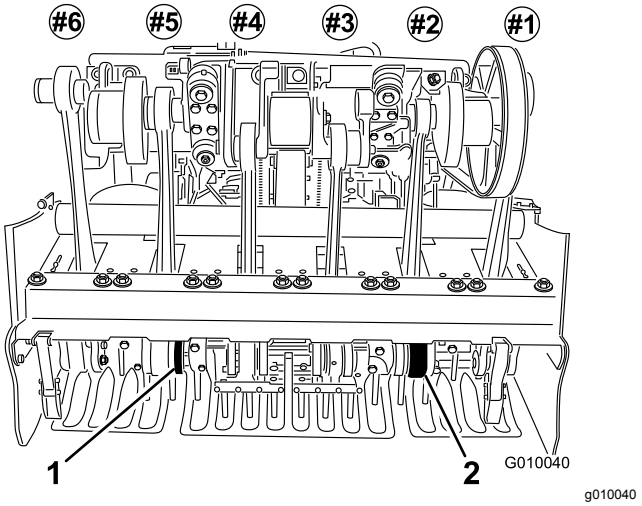

Figur 27
6. Installer pipene på pipeholderne nr. 2 og nr. 5 (Figur 27). Stram til boltene.